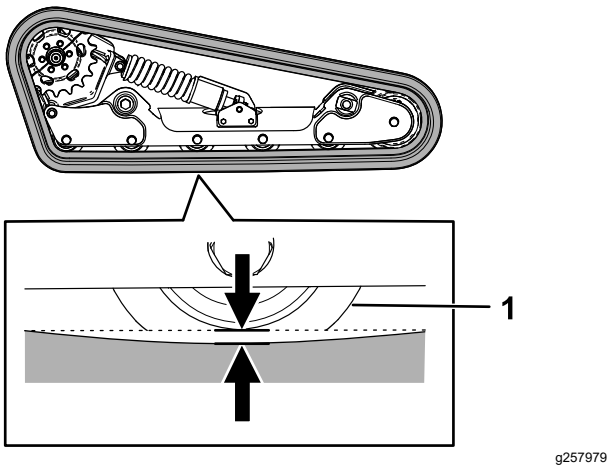

Figura 56
Eleve/apoye 1 lado de la máquina y, con el peso de la oruga, compruebe que el espacio entre la parte inferior del reborde de la rueda de rodaje y la oruga es de 1,3 cm, tal y como se muestra en la Figura 56. Si no es así, ajuste la tensión de las orugas usando el procedimiento siguiente.
5. Usando una llave de carraca de ½", gire el tornillo tensor hasta que la flexión de la oruga sea de 1,3 cm, tal y como se muestra en la Figura 56.
9. Compruebe que la flexión de la oruga es de 1,3 cm, tal y como se muestra en la Figura 56. Ajústelo si es necesario.
la flexión de la oruga sea de 12,7 mm, tal y como se muestra en la Figura 56.
25. Compruebe que la flexión de la oruga es de 1,3 cm, tal y como se muestra en la Figura 56.